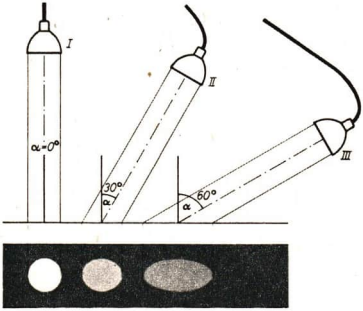

Abb. 59. Die Abhängigkeit der Beleuchtungsstärke von der Neigung des einfallenden Lichtbündels gegen die beleuchtete Fläche
2. Abhängigkeit der Beleuchtungsstärke vom Einfallswinkel. Wir lassen das Lichtbündel einer parallelstrahligen elektrischen Lampe senkrecht von oben auf eine weiße Papierfläche fallen. Es entsteht ein kreisrunder Lichtfleck (Abb. 59). Lassen wir nun das Lichtbündel aus der gleichen mittleren Entfernung, aber schräg auf die Fläche fallen, so verbreitert sich die beleuchtete Fläche. Der Kreis geht über in eine ovale Fläche, eine *Ellipse*. Und zwar wird die Ellipse um so breiter, je schräger das Licht einfällt. Die einfallende Lichtmenge bleibt dabei unverändert. Sie verteilt sich aber auf eine immer größere Fläche. Dementsprechend nimmt die Beleuchtungsstärke der Fläche ab. Sie ist am stärksten bei senkrechtem Lichteinfall. Streift das Licht nur über die Fläche hin, so ist die Beleuchtungsstärke praktisch gleich Null.